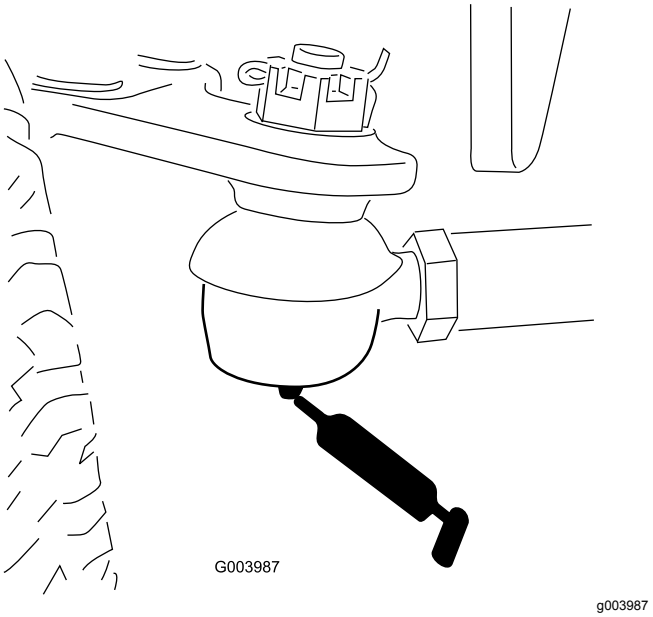

Figur 40
- Bakaxelns dragstång (2) (Figur 40)